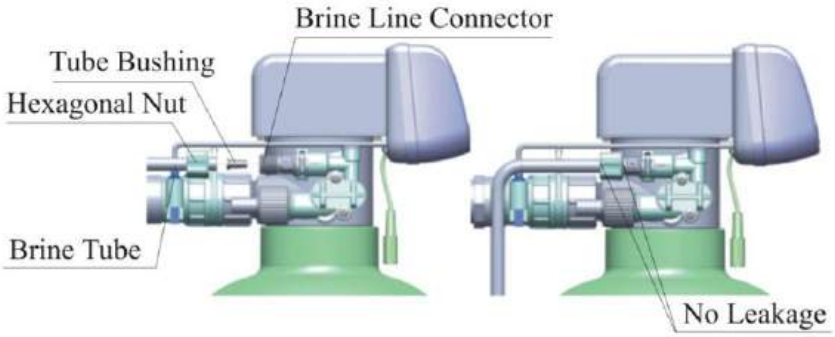

Рисунок 1-5
6. Монтаж солевой трубки (см. рисунок 1-5).